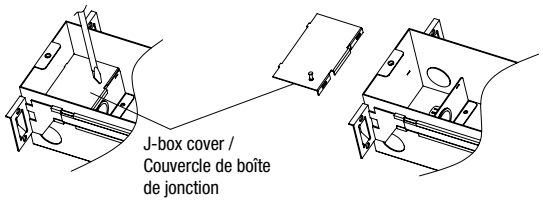

Fig. 3
5. Pry off the J-box cover by flat screw driver, punch out appropriate hole for AC wires feeding in (see Fig.3).
5. Retirez le couvercle de la boîte de jonction à l'aide d'un tournevis plat, puis percez un trou de taille appropriée pour faire passer les fils d'alimentation CA (voir fig. 3).